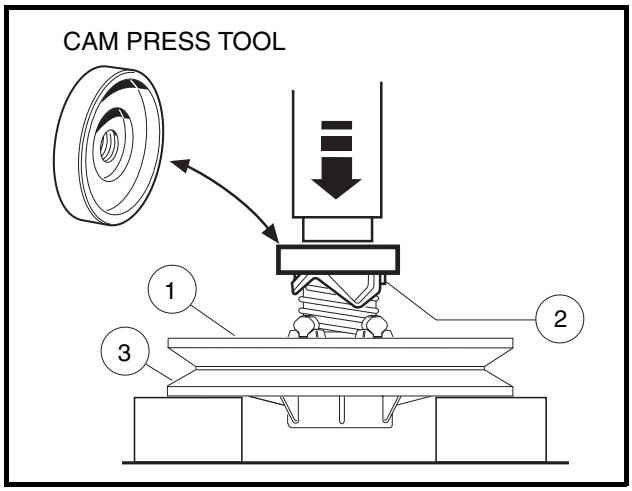

Figure 17-19 Cam Press Tool
5.1.1. Place the clutch assembly in a press and position the cam press tool (CCI P/N 101809101) on the cam as shown **(Figure 17-19, Page 17-15).**
5.1.2. Hold the fixed face assembly (3) and rotate the moveable face assembly (1) one-third turn **clockwise**, then press the cam (2) onto the fixed face assembly **(Figure 17-19, Page 17-15)**.
5.2.4. Hold the clutch assembly and cam installation tool together and place the fixed face down on spaced blocks **(Figure 17-19, Page 17-15)**.